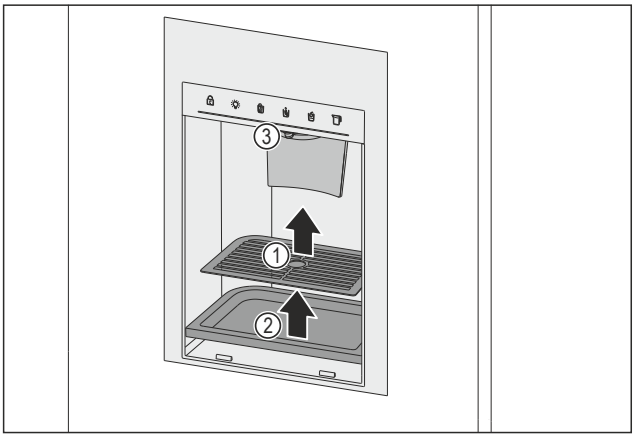

Fig. 159 Extragerea grilei de picurare și a tăvii pentru picături
▶ Extrageți grila de picurare *Fig. 159 (1)*.
▶ Extrageți tava pentru picături *Fig. 159 (2)*.
▶ Curățați scurgerea *Fig. 159 (3)* și zona adiacentă cu o lavetă moale, curată, apă călduță și puțin agent de spălare.